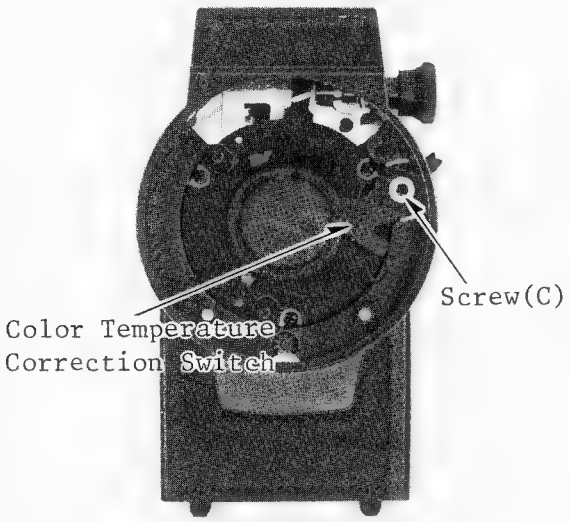

Fig. 23
6-5. Unscrew a screw (C) and remove the color temperature correction switch from the front cover assembly (see Fig. 23).